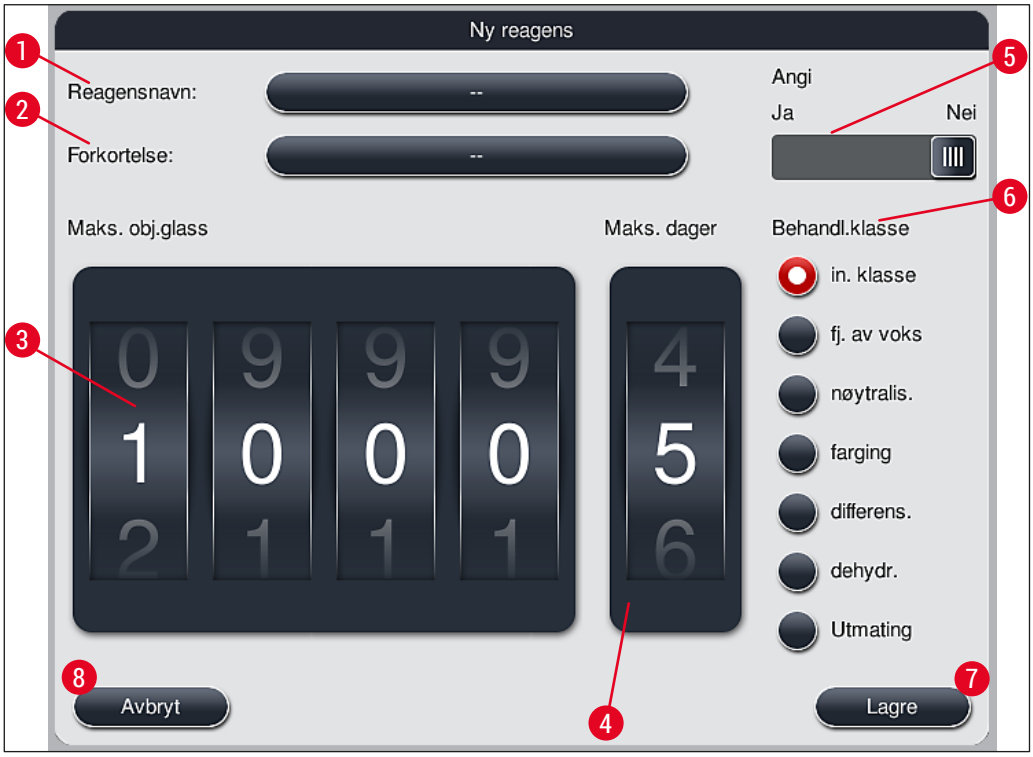

Fig. 39
- Dette åpner et vindu (→ "Fig. 39"), hvor du kan opprette den nye reagensen.